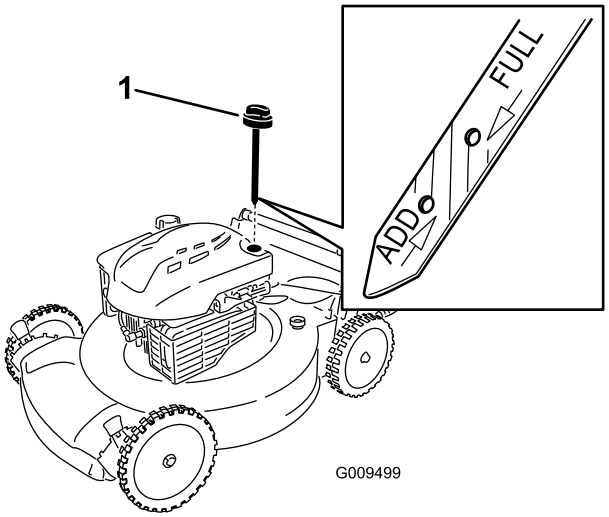

Figur 5
2. Ta ut oljestickan (Figur 5) och häll på olja i påfyllningsröret till ungefär 3/4 av vevhusets oljekapacitet.
5. Ta ut oljestickan och läs av oljenivån, se Figur 5.